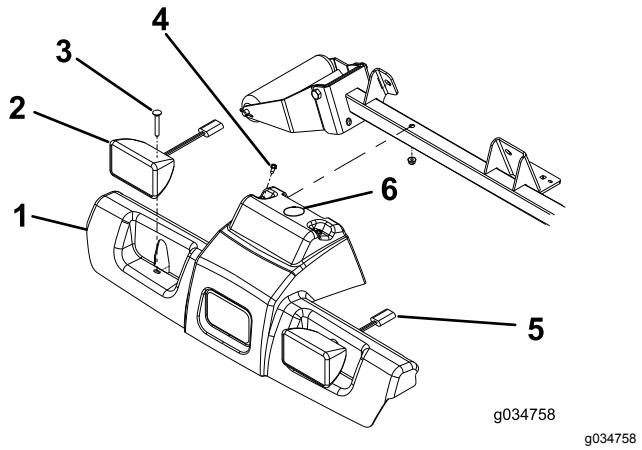

Figura 1
1. Rimuovete i dadi dai 2 bulloni a testa tonda che fissano i fari al telaio dell'unità motrice (Figura 1).
2. Rimuovete i 2 bulloni autofilettanti che fissano la parte superiore della copertura della pedana al telaio (Figura 1).
3. Staccate i connettori del faro e rimuovete la copertura della pedana dal telaio (Figura 1).
4. Praticate un foro di 38 mm sulla copertura della pedana nella posizione mostrata in Figura 1.